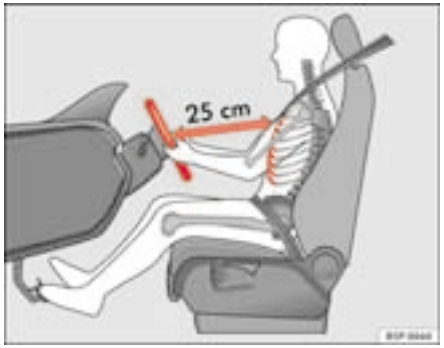

Fig. 111 Proper sitting position for driver
– Adjust the steering wheel in this way until the correct position is set ⇒ fig. 111.
- **Adjust the driver seat or steering wheel so that there is a distance of at least 25 cm between the steering wheel and your breast bone ⇒ page 150, fig. 111. If you fail to observe the minimum distance, the airbag will not protect you. Risk of fatal injury.**